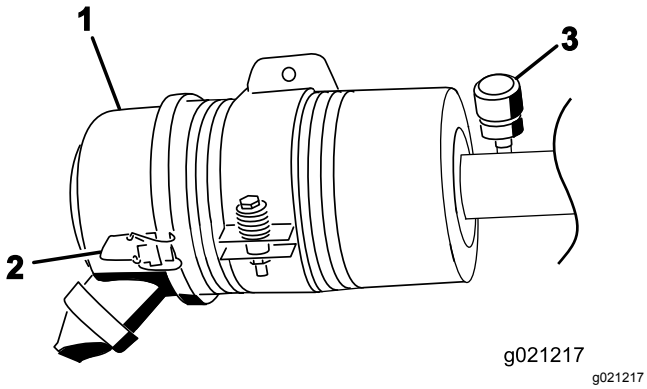

Figuur 72
Geef het luchtfilter uitsluitend een onderhoudsbeurt als de onderhoudsindicator (Figuur 72) dit aangeeft. Als u het luchtfilter vervangt voordat dit nodig is, wordt alleen maar de kans vergroot dat er vuil in de motor komt als u het filter verwijdert.
1. Maak de sluitingen los waarmee het deksel van het luchtfilter is bevestigd aan het luchtfilterhuis (Figuur 72).